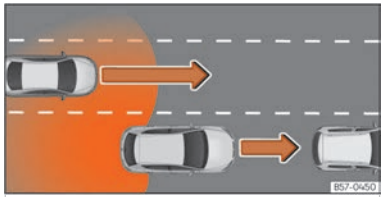

Fig. 132 Avançament amb trànsit a la part posterior.
- Quan us avança un altre vehicle ››› fig. 132.